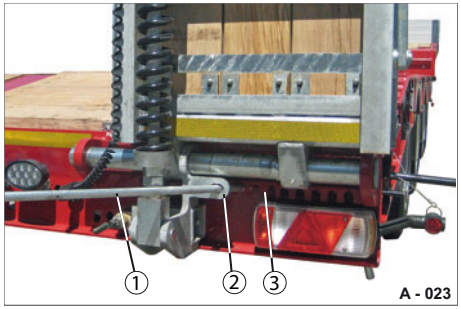

Abb. 23 Verstellung, seitlich
▶ Führen Sie die Hebelstange (Abb. 23/1) durch die Lasche (Abb. 23/2) als Hebelpunkt.
▶ Verschieben Sie die Auffahrrampe durch Hebelbewegungen in dem Verstellraster (Abb. 23/3) auf die gewünschte Position.